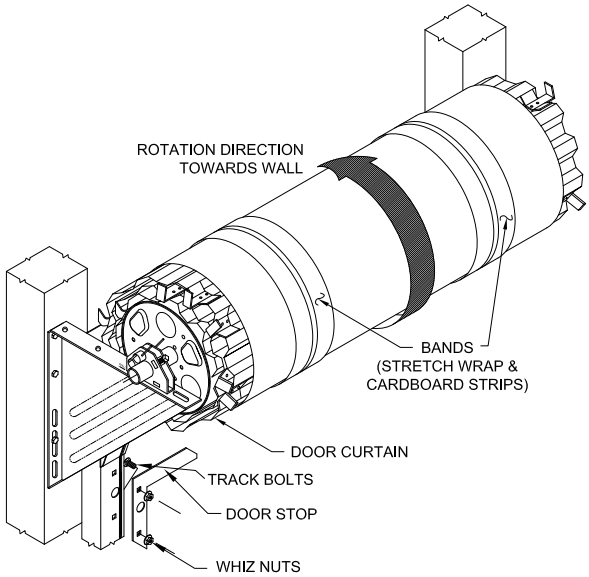

Figure 13.
8.1 Install the track bolts, door stops and whiz nuts in each side guide as shown in Figure 13. Do not tighten at this time. Note there are three holes for the top stops - use the lower two holes if exterior door handles will be installed and use the upper two holes if no exterior handles will be installed. Both top stops will need to be in the same set of holes on each side of the door for proper operation.
8.2 Bend the guide tabs out slightly (about 1/4”). Standing inside the opening looking out, place your hand on top of the door and push away from you rotating the door nest (Figure 13). Rotate the door nest two complete revolutions. Hanging on to the door bottom assembly, carefully cut the steel bands and feed the door curtain into the guides, moving the door stops aside to let the bottom bar move past. Pull the door bottom assembly down to waist level.